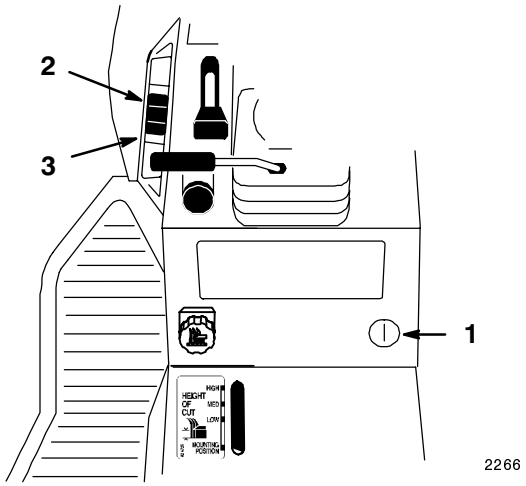

Abbildung 16
Die Hebevorrichtung (Zubehör an einigen Modellen) (Abb. 16) wird zum Heben und Absenken von Zusatzgeräten verwendet.
1. Den Schlüssel auf Position “ON” oder “RUN” drehen (Abb. 16).
2. Den Hebevorrichtungsschalter nach oben schieben, um die Hebevorrichtung nach oben zu bewegen (Abb. 16). Dadurch wird die Zusatzvorrichtung angehoben.
2. Den Hebevorrichtungsschalter nach unten schieben, um die Hebevorrichtung nach unten zu bewegen (Abb. 16). Dadurch wird die Zusatzvorrichtung abgesenkt.